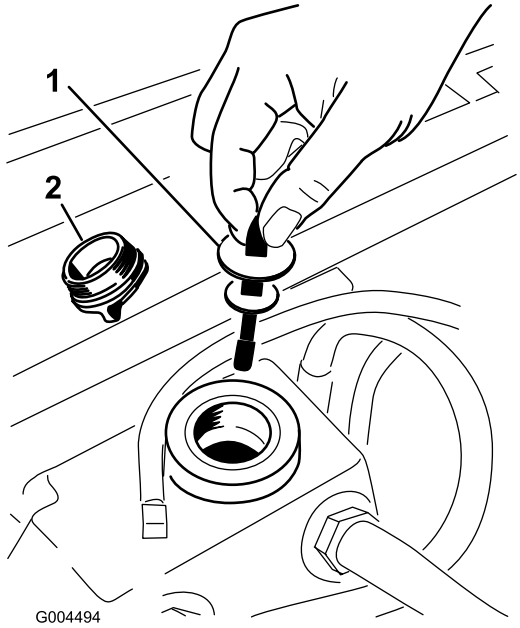

Figur 63
5. Afmonter hydraulikpåfyldningsdækslet (Figur 63) fra påfyldningsstudsen.
6. Fjern målepinden, og aftør den med en ren klud (Figur 63).
7. Indfør målepinden i påfyldningsstudsen, tag den op igen, og kontroller væskestanden (Figur 63).